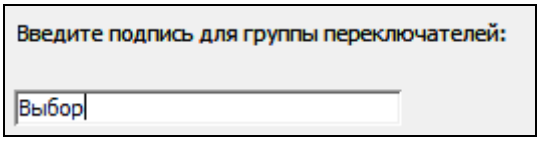

Рис. 3.47. Определение подписи для переключателя
8. Задается подпись для группы переключателей (рис. 3.47).